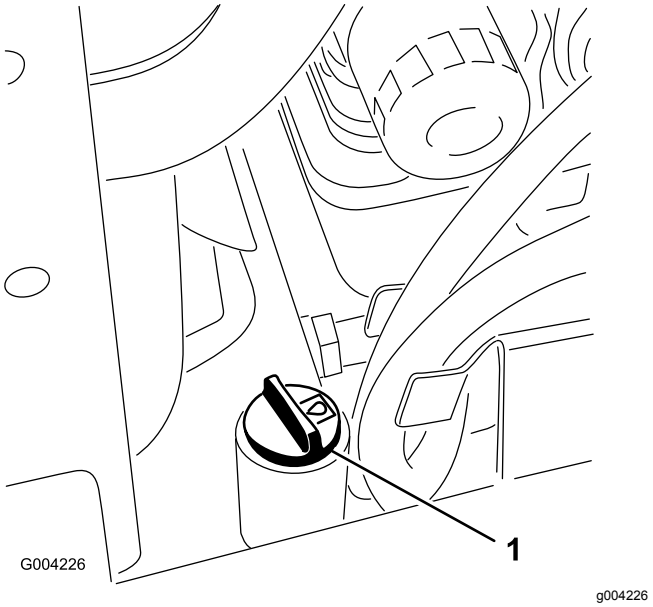

Figur 59
5. Gör rent omkring påfyllningsröret och hydraultanklocket (Figur 59).